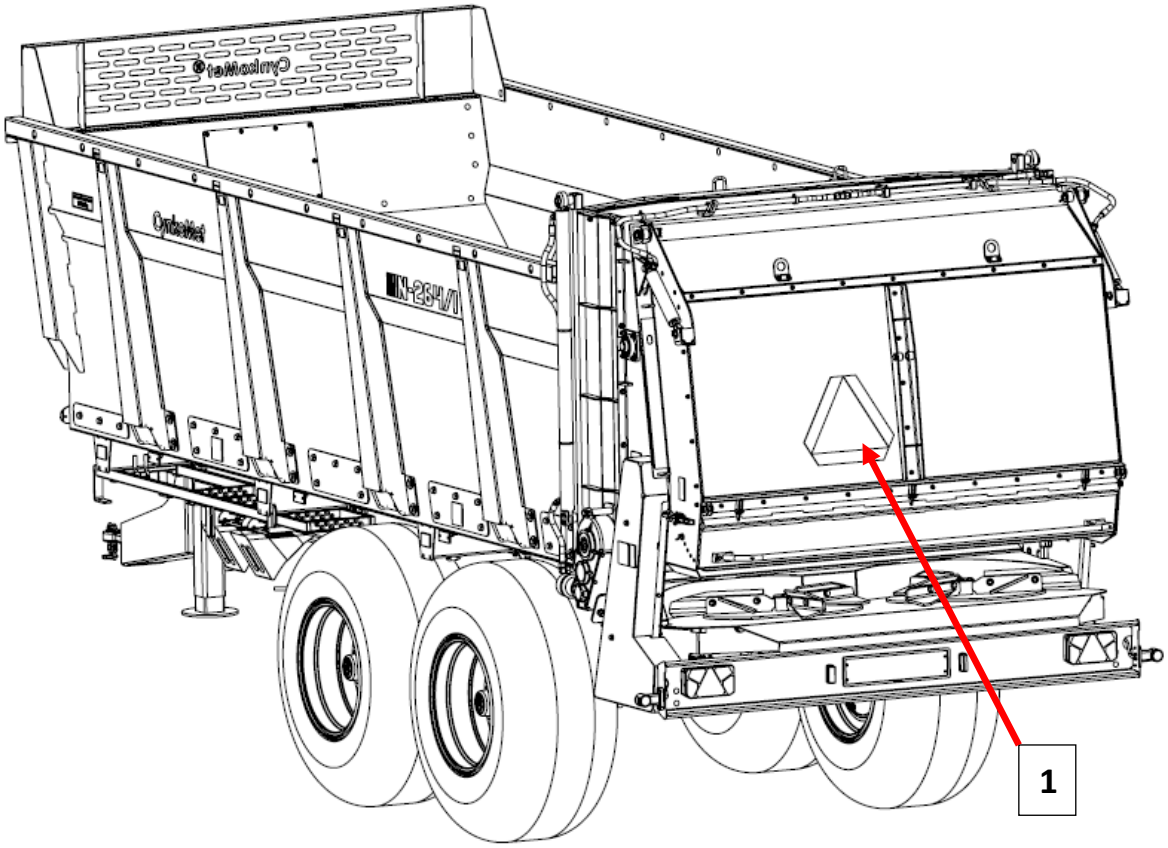

Rysunek 3.1. Miejsce umieszczenia tablicy wyróżniającej pojazdy wolno poruszające się.
- Na czas jazdy po drogach publicznych rozrzutnik powinien być wyposażony w atestowany lub homologowany trójkąt ostrzegawczy. Na ścianie tylnej należy umieścić trójkątną tablicę wyróżniającą pojazdy wolno poruszające się (1) jak na rysunku poniżej (Rys. 3.1). Trójkąt należy przymocować do uchwytów umieszczonych na ścianie osłony.